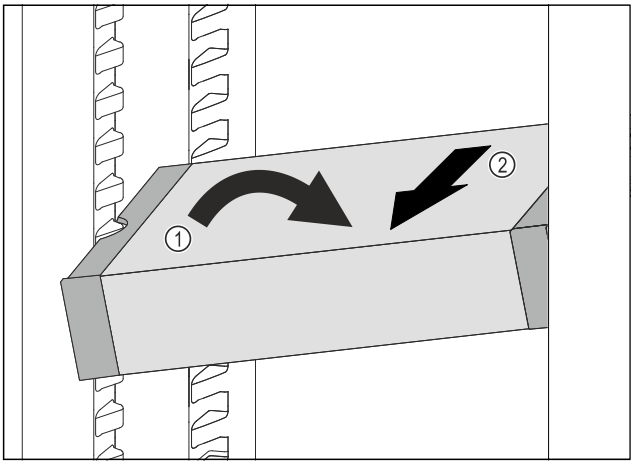

Fig. 220
▶ Set VarioSafe in refrigerator compartment at an angle. *Fig. 220 (1)*
▶ Take VarioSafe out to the front. *Fig. 220 (2)*